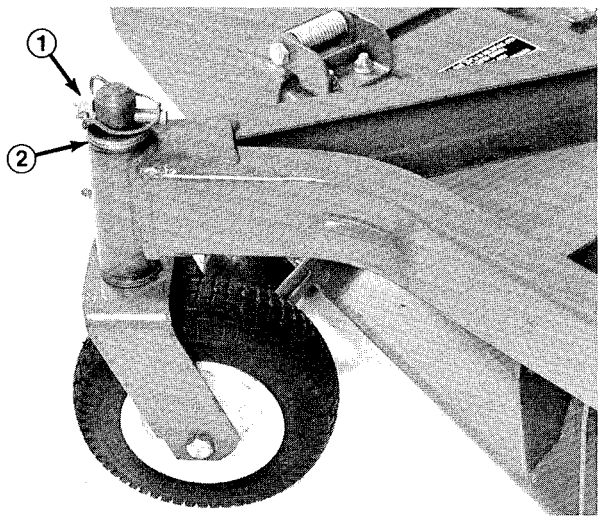

Figure 22
4. Insert pin punch into top or bottom of mounting tube and drive bushing out of tube (Fig. 22). Also drive other bushing out of tube. Clean inside of tubes to remove dirt.